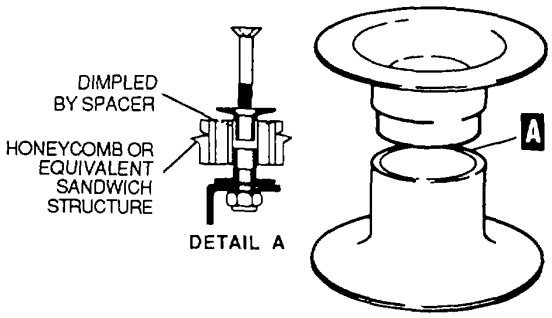

Figure 2-67. Spacer
a. Spacer Identification. The spacer shown In figure 2-67 Is a two-piece spacer consisting of a plug and a sleeve fabricated from aluminum. The commercial method of numbering the types and sizes of sleeves and plugs is shown In figure 2-68.